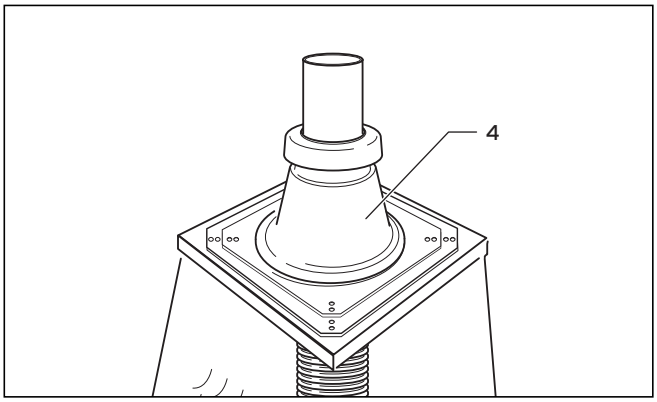

Fig. 4.57 Couvercle de cheminée
- Enfoncez le chapeau de cheminée (**4**) sur le conduit débouchant et placez-le sur la cheminée (**→ fig. 4.57**).